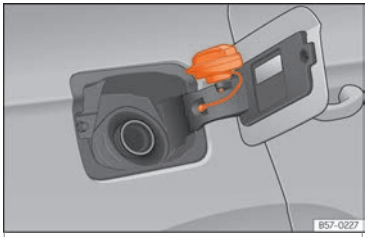

Fig. 218 Trappe à carburant avec bouchon fermé.
- Placez le bouchon dans le logement se trouvant sur la charnière de la trappe à carburant ouverte ››› fig. 218.